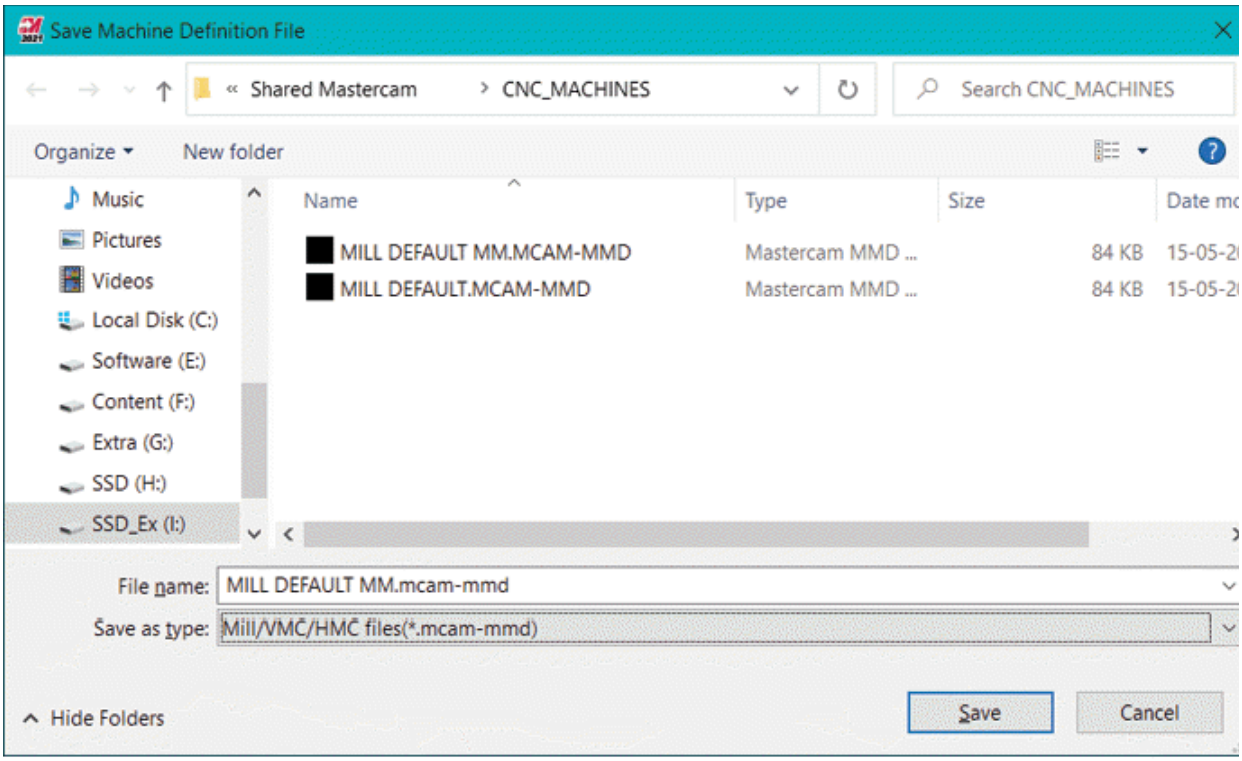

Figure-10. Save Machine Definition File dialog box
- After changing the name of the machine, click on the **Save As** button. The **Save Machine Definition File** dialog box will be displayed; refer to Figure-10.